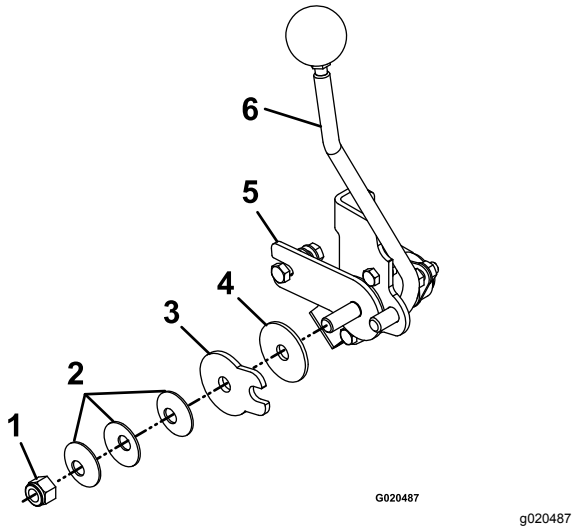

Figur 64
3. Juster drejemøtrikken, som er placeret ved enden af bevægelseshåndtagets aksel foran den højre konsol (Figur 64).